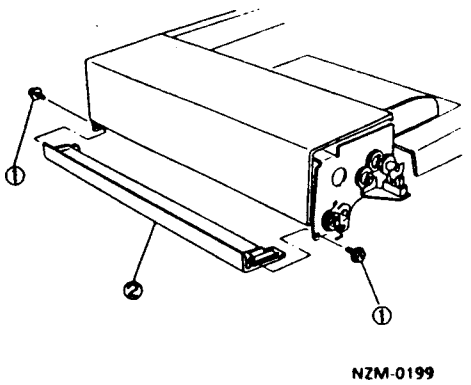

Рис. 2
7. (Рис. 2) Снимите нижнюю крышку податчика ADF.